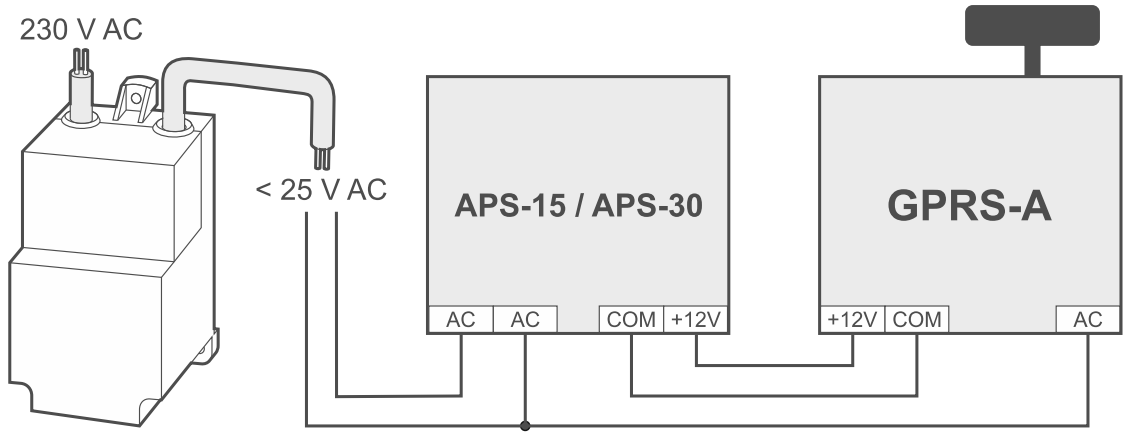

Abb. 7. Anschlussbeispiel für Spannungsversorgung mit überwachter Wechselspannung, wenn das Modul vom SATEL-Netzteil APS-15 / APS-30 gespeist wird.
2. Wenn das Modul von dem Netzteil APS-15 oder APS-30 von SATEL gespeist werden soll, können Sie an die AC-Eingangsklemme den Draht aus der Sekundärwicklung des Transformators anschließen, der die Wechselspannung an das Netzteil liefert (Abb. 7). Dadurch kann das Modul GPRS-A das Vorhandensein von Wechselspannung kontrollieren.